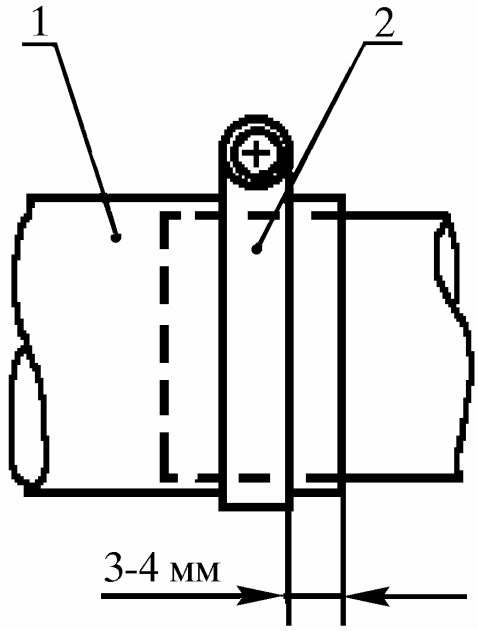

Рис. 31. Установка хомутов:
2) расстояние от хомута 2 (рис. 31) до торца шланга 1 должно быть в пределах от 3 до 4 мм